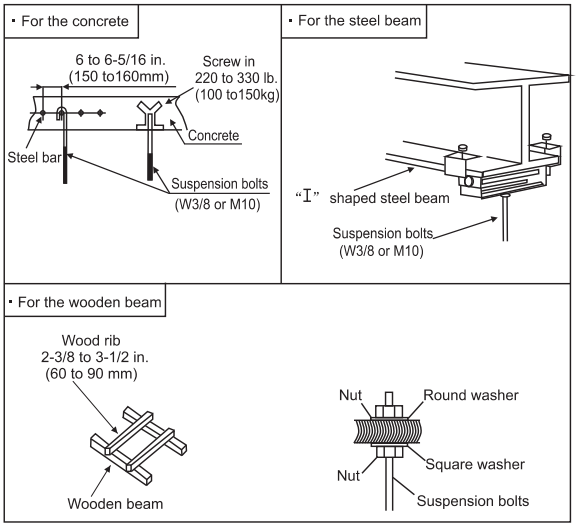

Fig. 3.2.1 Fixing the suspension bolts
(1) Consider the pipe direction, wiring and maintenance carefully, and choose the proper direction and location for installation.
(2) Install the suspension bolts as shown in Fig. 3.2.1 below.